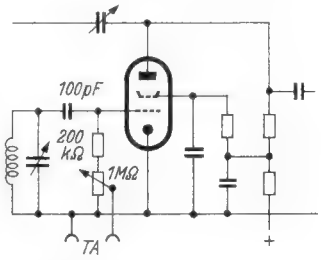

Bild 4. Anschaltung mit Hilfe eines besonderen Gitterreglers
c) Sehr günstig hat sich eine Schaltung nach **Bild 4** erwiesen, besonders dann, wenn der Lautstärkeregler in das Gerät eingebaut wird. Der 0,2-MΩ-Widerstand wirkt dabei als Hf-Sperre; für die Nf ist er praktisch ohne Bedeutung. Der Lautstärkeregler dient zusammen mit dem 0,2-MΩ-Widerstand gleichzeitig als Gitterableitwiderstand. Die Vorteile dieser Anordnung sind eine gute Verstärkung sowie der Fortfall eines Schalters für die Stellung TA bzw. UKW. Wird als Lautstärkeregler ein Potentiometer mit einpoligem Drehschalter verwendet, dann läßt sich damit gleichzeitig die Anodenspannung des UKW-Vorsatzgerätes schalten.
Die Schaltung nach Bild 4 hat sich für den nachträglichen Einbau eines UKW-Teils in Audion-Empfänger (Ein- und Zweikreiser), bei denen die Lautstärke Hf-seitig geregelt wird, besonders bewährt.